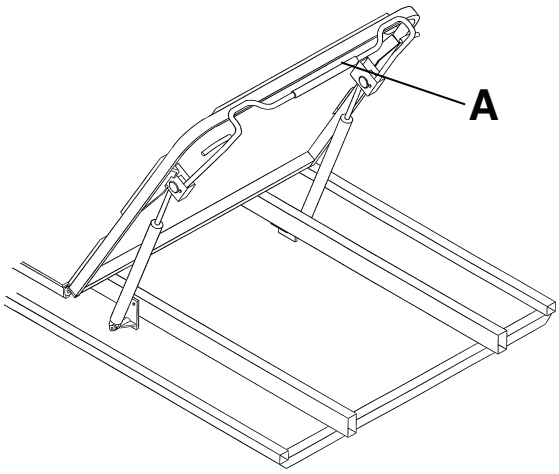

Figur 5 – Pneumatisk ryglæn
Ryglænet hæves ved at klemme på ryglænets røde udløsergreb (A) og trække ryglænet op til den ønskede stilling (Figur 5).